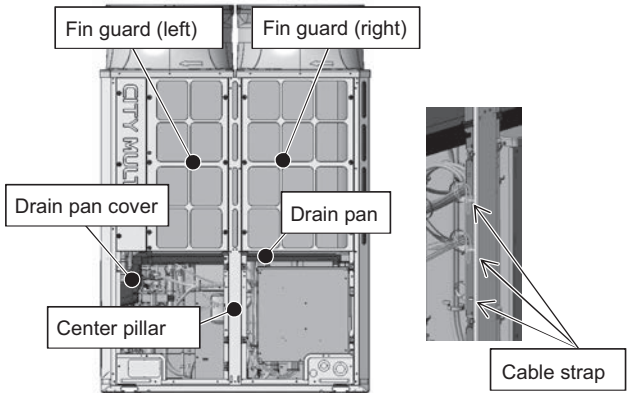

Figure 2
(2) Remove the fin guard and the center pillar by unscrewing the 11 screws shown in Figure 2.
Remove the cable straps from the center pillar. (See Figure 2.)